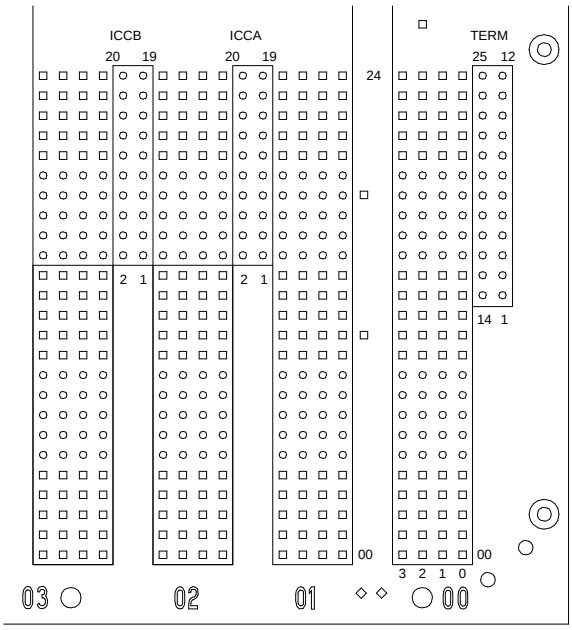
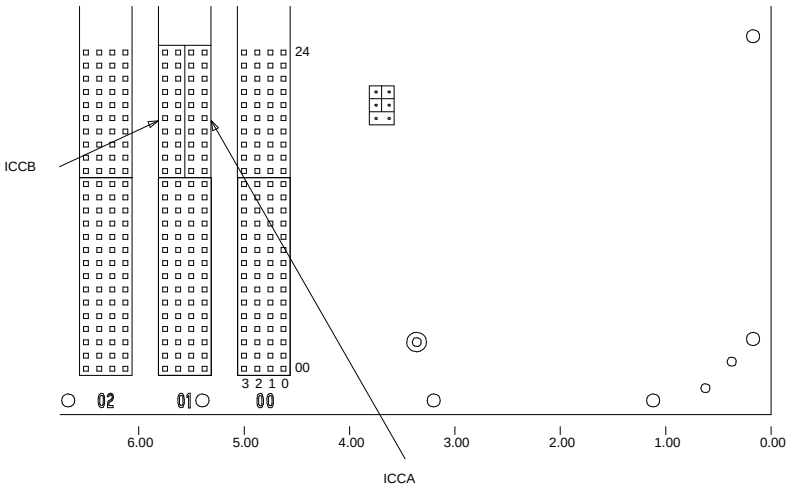

Figure 7-9. ICC Pin-Field Blocks on J58890N-1 Expansion Control Cabinet
Figure 7-10. ICC Pin-Field Blocks on J58890H-1 Port Cabinet
2. Connect the new ICC cables (H600-248 G1) as shown in Table 7-5 and Figure 7-9 and Figure 7-10.
3. On the ‘‘A’’ carrier, verify the CFY1 current limiter (CURL) is connected to pin-field block ‘‘00’’ (see Figure 7-9). The CURL’s components should be on the left side as viewed from the rear.